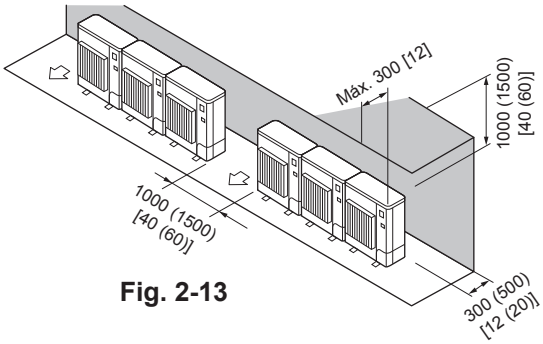

Fig. 2-13
② Obstáculos sólo en la parte trasera y superior (Fig. 2-13)